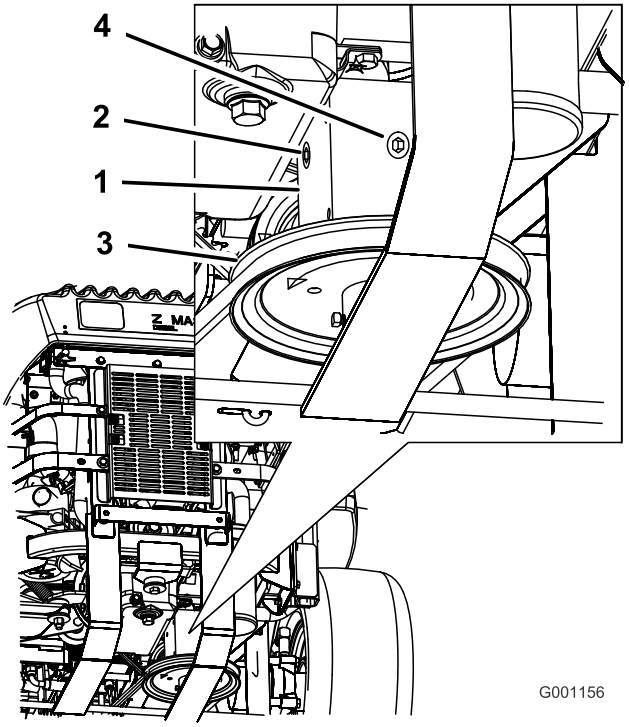

Figur 53
4. Fjern proppen på siden af eller bag på gearkassen (Figur 53).